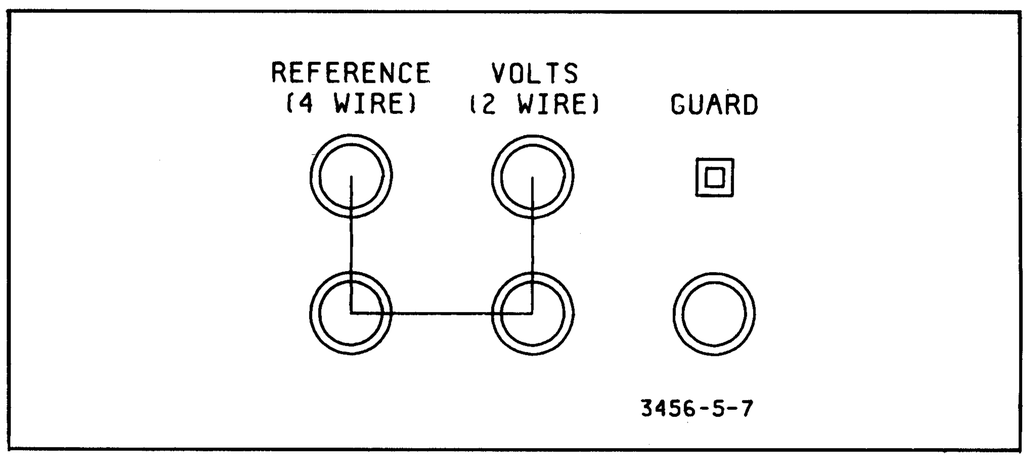

Figure 5-7. 4-Wire Ohms Short.
b. Short the VOLTS and RATIO REF (4WRΩ SENSE) terminals as shown in Figure 5-7.